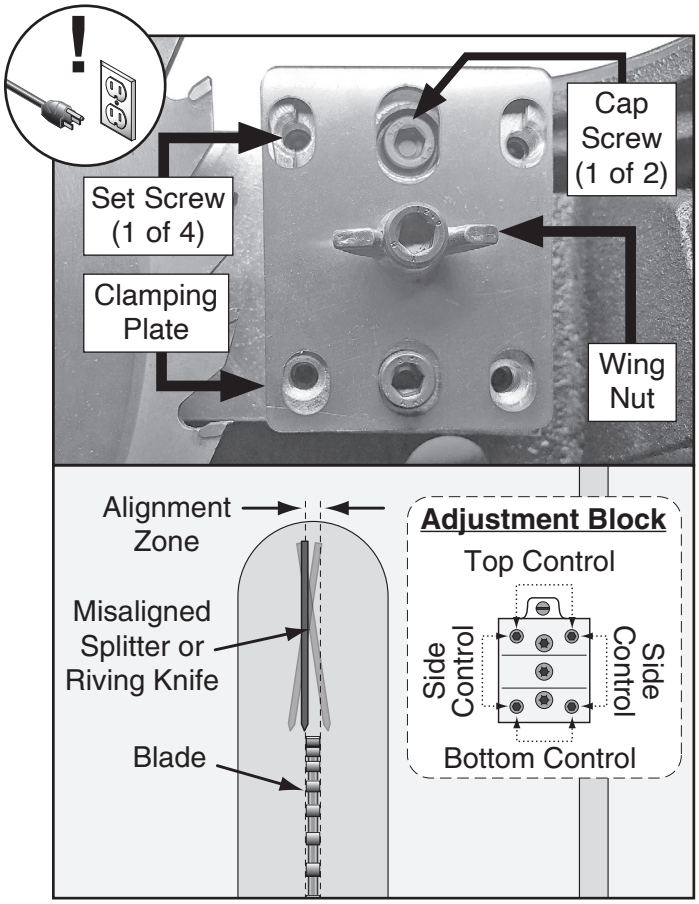

Figure 122. Set screws for adjusting spreader/ riving knife position.
2. Loosen cap screws and wing nut on adjustment block, then adjust top or bottom set screws or side control set screws (see **Figure 122**) to move block in needed direction.